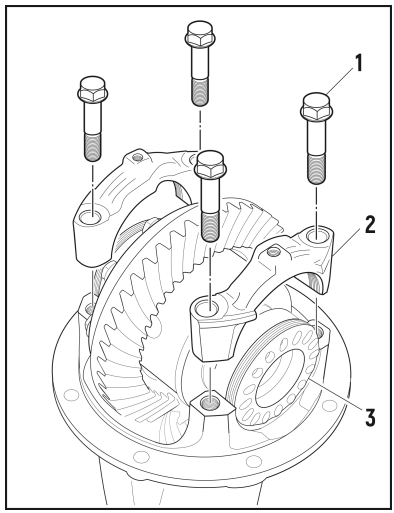

Рис. 26
3.12 Затяните болты (**1**) крышек подшипников динамометрическим ключом моментом, указанным в сервисном руководстве производителя автомобиля. После затяжки всех четырёх болтов немного ослабьте их для возможности вращения регулировочных гаек. (**Рис. 26**)